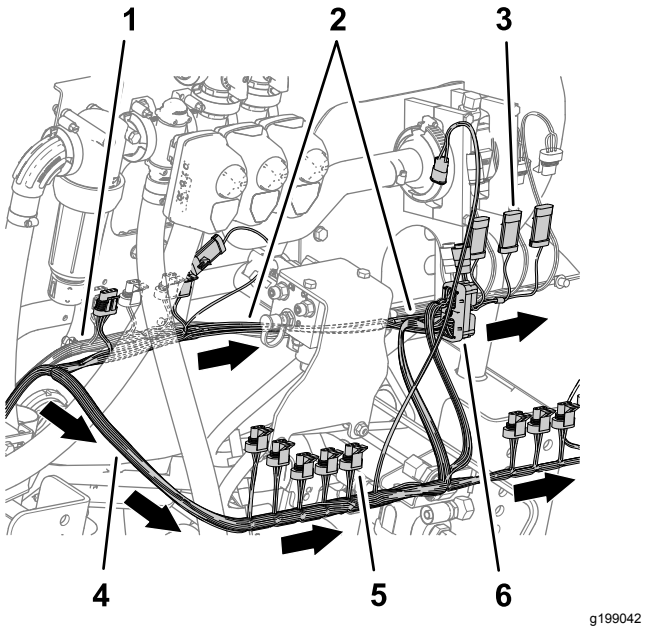

Rysunek 85
7. Z tyłu maszyny poprowadź odgałęzienie wiązki przewodów 89 cm od przedniej strony rozdzielacza podnoszenia i po prawej stronie przepływomierza, w sposób pokazany na Rysunek 85.
8. Poprowadź odgałęzienie wiązki przewodów 102 cm od tylnej strony rozdzielacza podnoszenia i w prawą stronę w sposób pokazany na Rysunek 85.